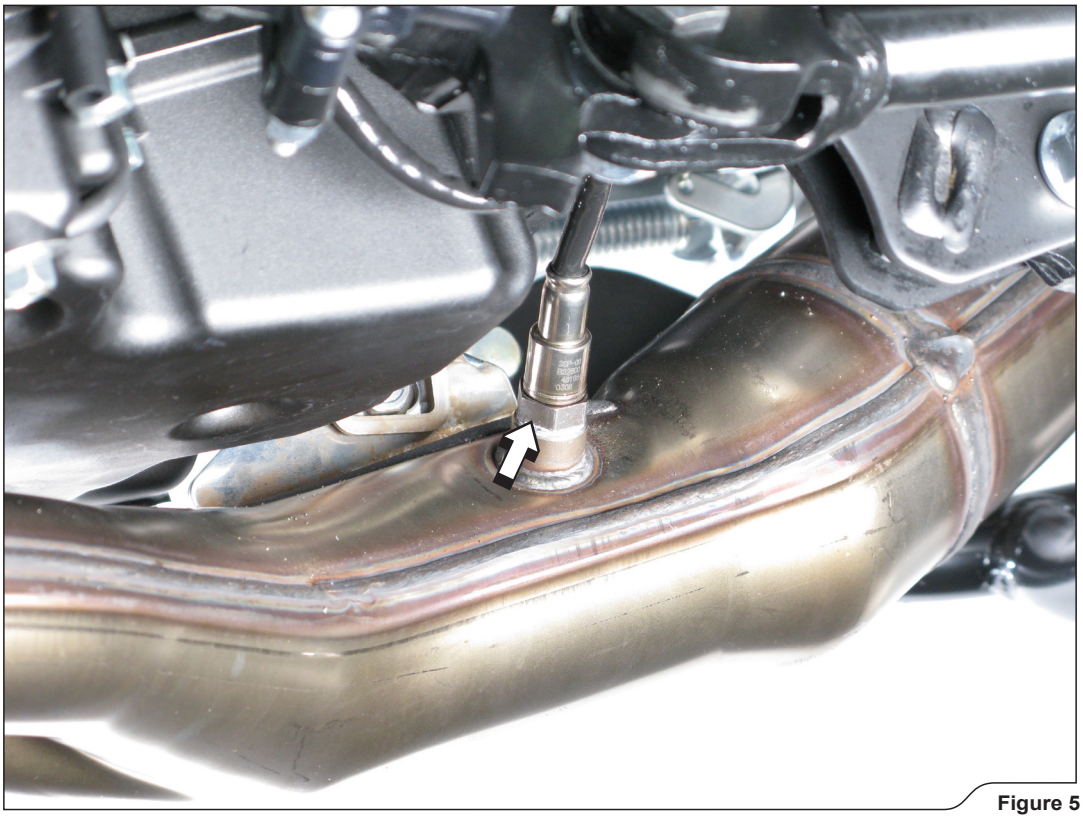

Figure 5
4. **For Akrapovič Racing only:** unscrew the lambda sensor **(Figure 5).**